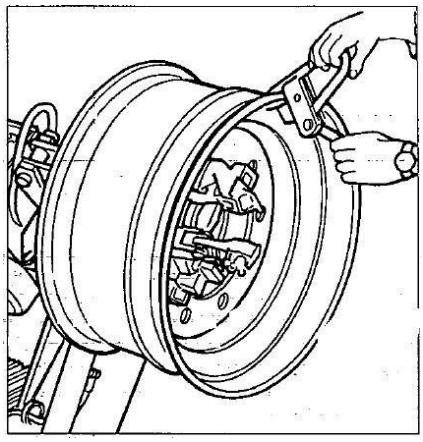

Рис. 7.8
3) Прикрепите РС зажим к внешнему краю обода в самой верхней точке (см. рис. 7.8).